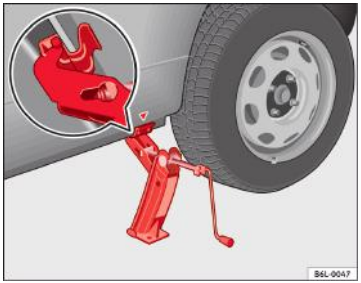

Fig. 139 Instalarea cricului
– Amplasați cricul astfel încât brațul acestuia să se fixeze în jurul nervurii de sub pragul ușii; placa aflată la baza cricului trebuie să se sprijine pe sol, pe întreaga sa suprafață ⇒ fig. 139.